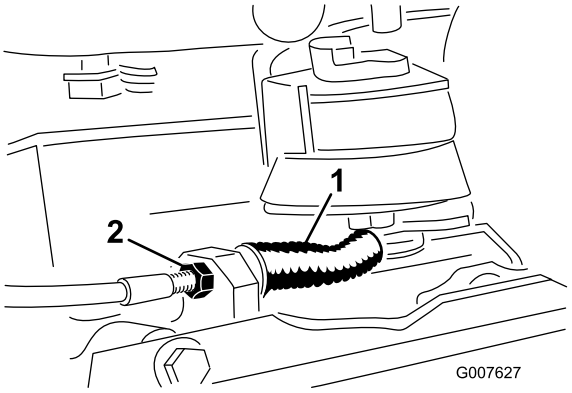

Figur 27
3. Hvis du ønsker å øke kabelspenningen, må du løsne på den fremre og stramme den bakre låsemutteren på kabelen (Figur 27) helt til du trenger en kraft på 2,3 til 3,2 kg for å koble til bremsen. Mål kraften på spakeknappen. Du må ikke overjustere den slik at bremsebåndet slites.